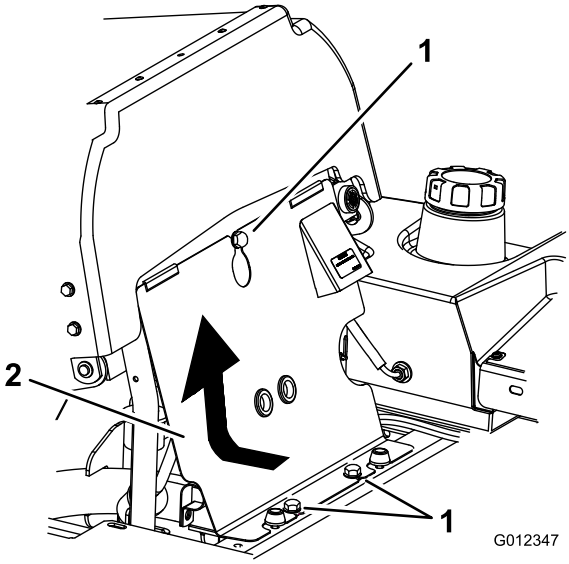

Figur 69
3. Vipp setet fremover, løsne boltene og ta bort det fremre motorpanelet (Figur 69).